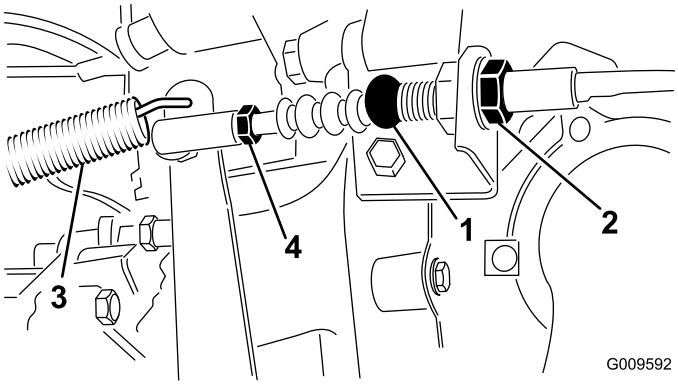

Figur 69
1. Løsne på låsemutterne som fester clutchkabelen til braketten på klokkehuset (Figur 69).